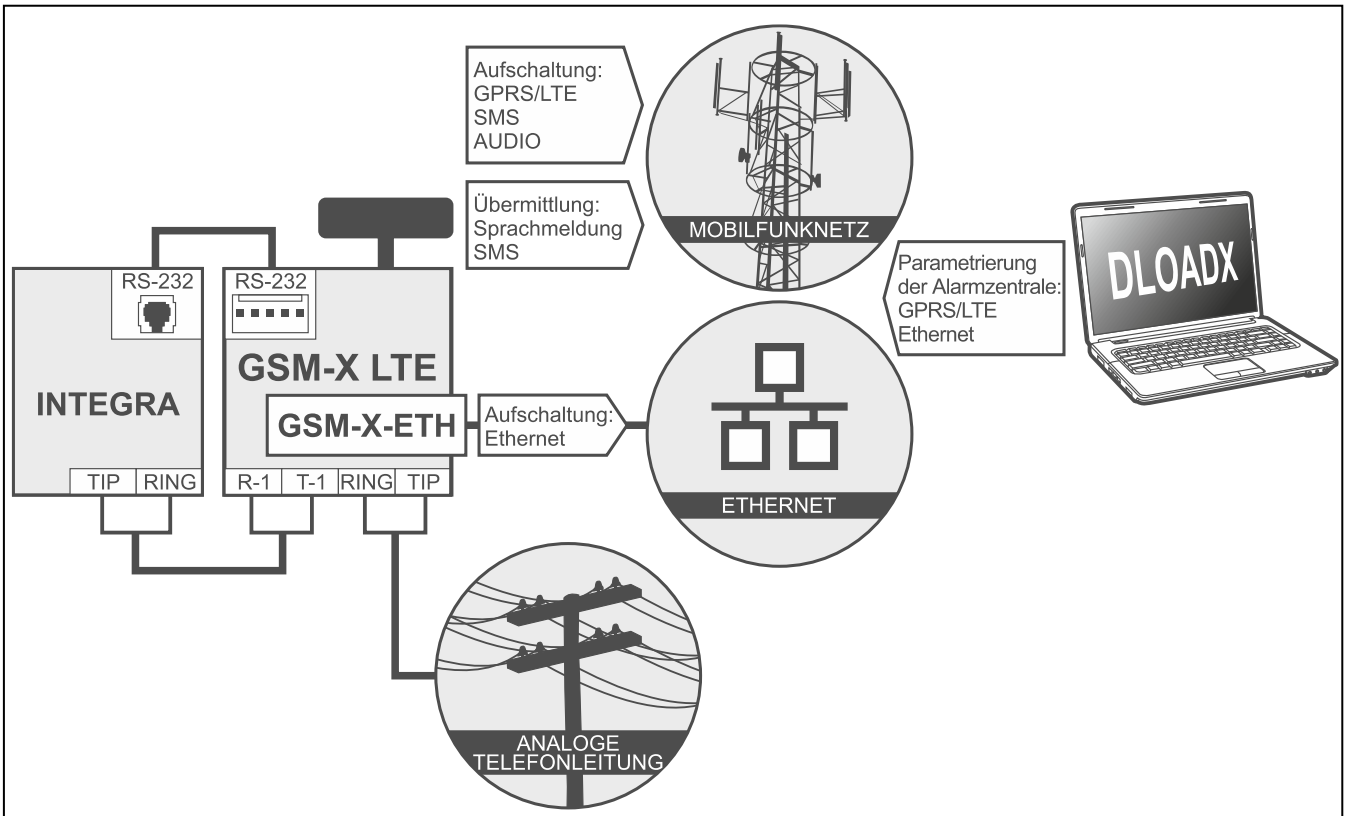
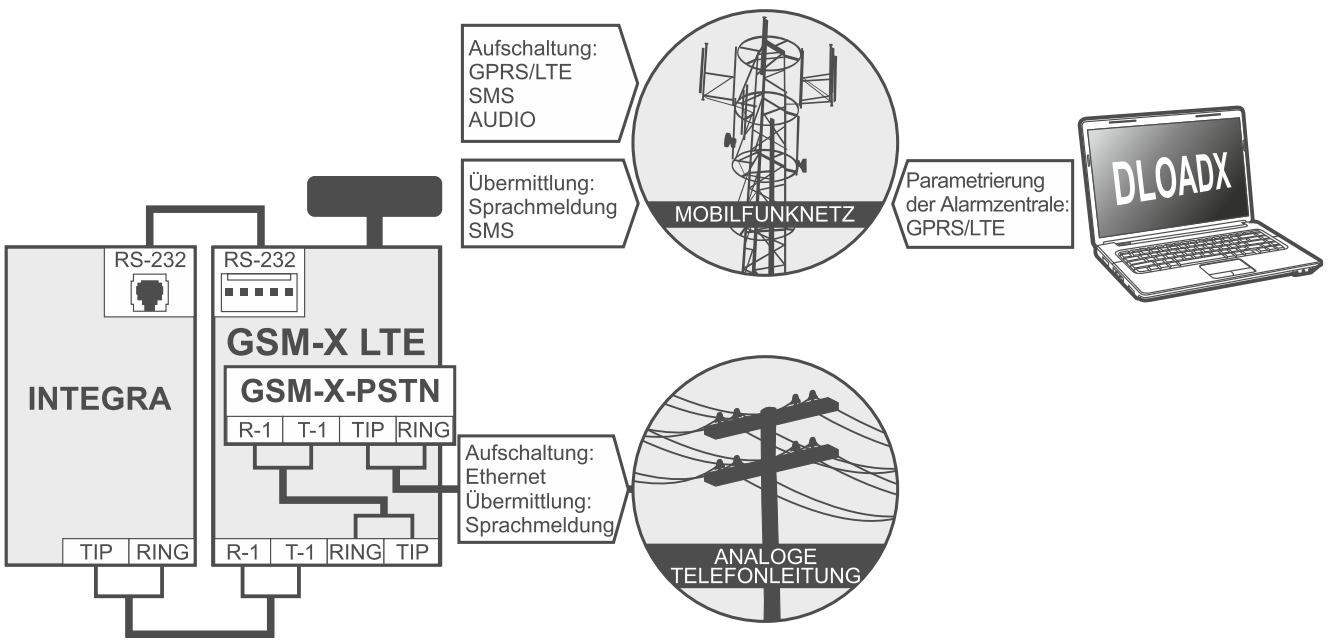

Abb. 6. Mit einer INTEGRA / INTEGRA Plus Zentrale betriebenes Modul (es ist das Modul GSM-X-ETH installiert).
Abb. 7. Mit einer INTEGRA / INTEGRA Plus Zentrale betriebenes Modul (es ist das Modul GSM-X-PSTN installiert).
- Ereignisübertragung an die Leitstelle über das zellulare Netzwerk oder optional über Ethernet-Netz (nach Installation des Moduls GSM-X-ETH – Abb. 6), oder PSTN-Netz (nach Installation des Moduls GSM-X-PSTN – Abb. 7),
- Sprachbenachrichtigung über das PSTN-Netz (nach Installation des Moduls GSM-X-PSTN – Abb. 7),